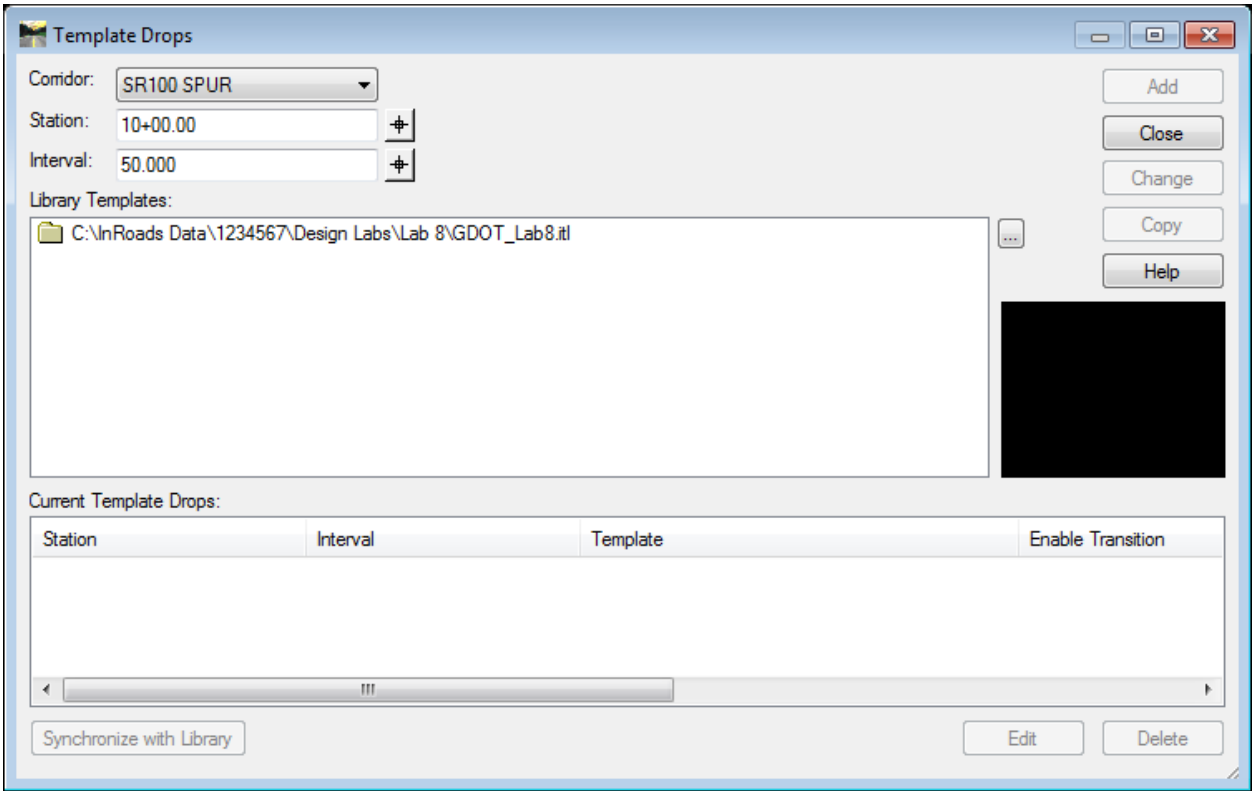

Figure L8-9 Template Drops
15.	**Open the Template Drops Window.** • In the **Roadway Designer** Window, select **Corridor ► Template Drops**. The **Template Drops** dialog opens as shown in *Figure L8-9*.